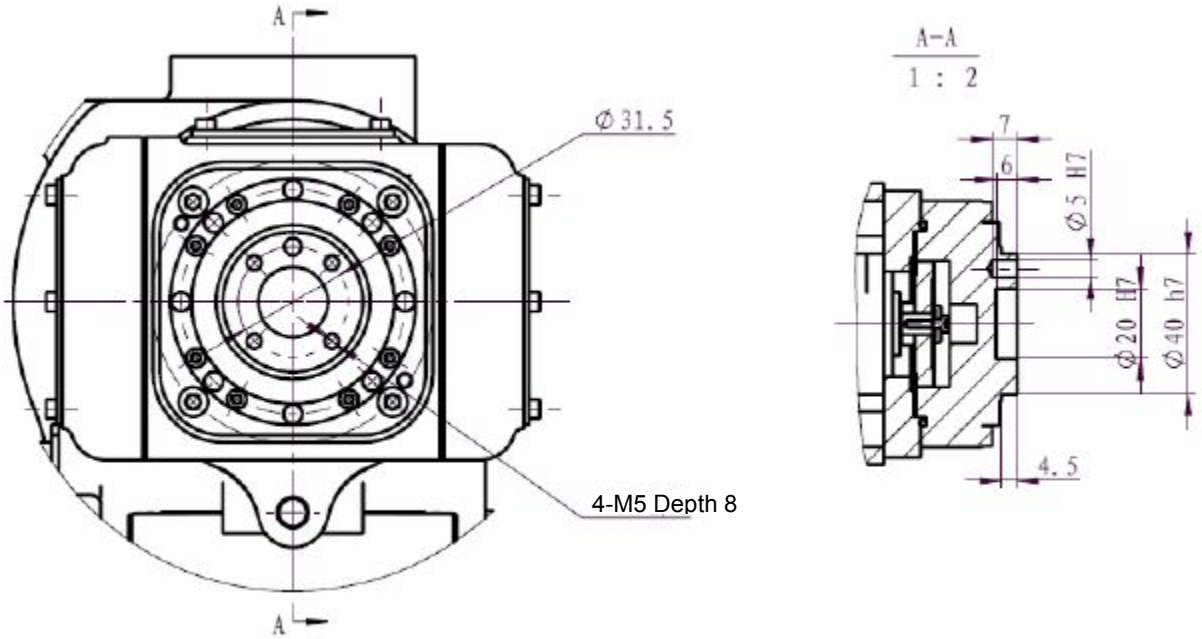
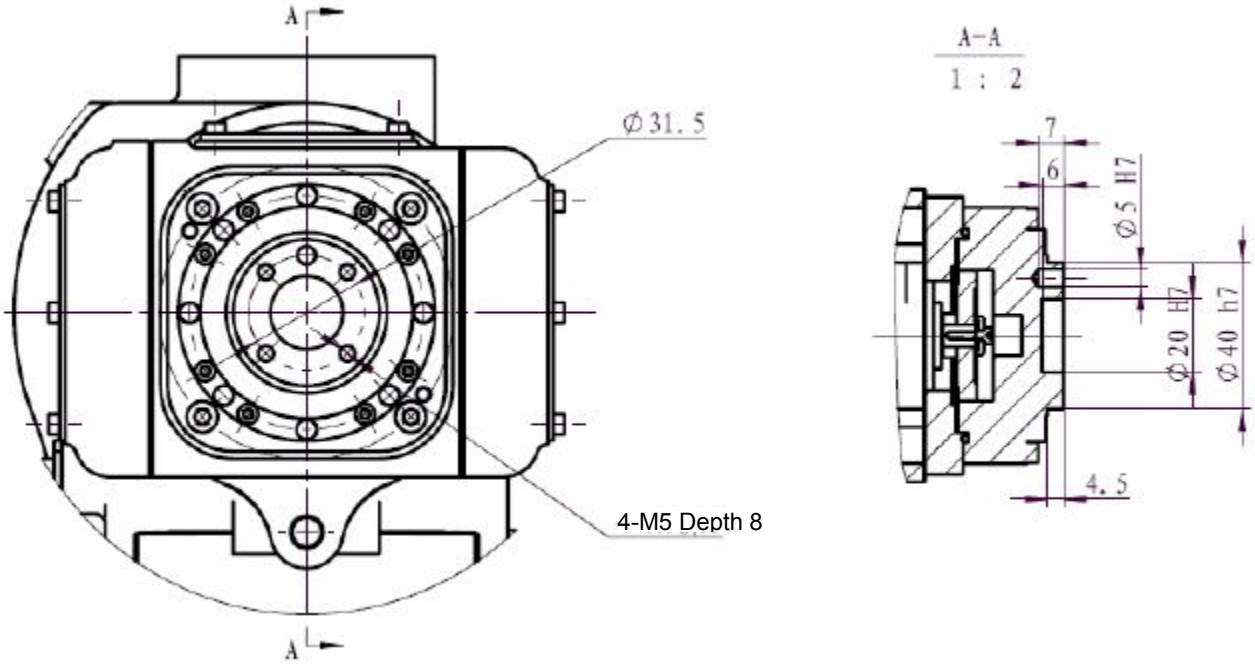

Figure 3-8 SA1400 Tool Flange Installation Dimensions
Figure 3-9 SA1800 Tool Flange Installation Dimensions
4. The installation dimensions of SA1400 tool flange are shown in fig.3-8.The installation dimensions of SA1800 tool flange are shown in fig.3-9.